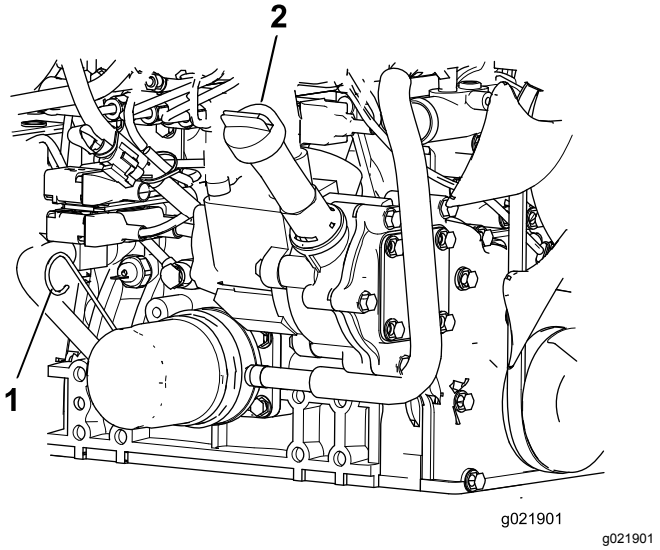

**Figur 74**
3. Ta ut peilestaven, tørk av den, sett den ned igjen i røret, og ta den deretter ut igjen. Oljenivået skal være mellom FULL- og ADD-merkene (Figur 74).
4. Hvis oljenivået er lavt, må du ta av oljelokket og fylle på olje til nivået er mellom FULL- og ADD-merkene (Figur 74).